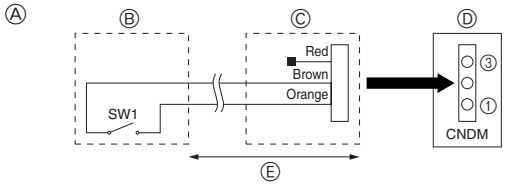

Fig. 8-1
8.1. Lägsta ljud-nivå (ändring på plats) (Fig. 8-1)